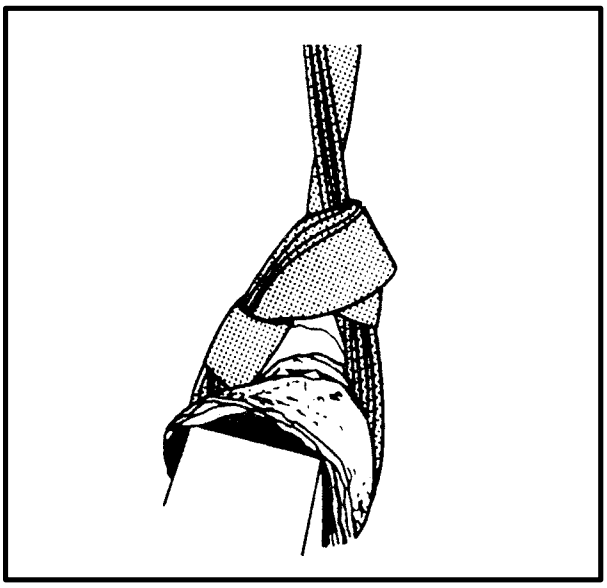

*Figure 6-33. Choker Hitch*
**(3)** A choker hitch (Figure 6-33) connects one end of the sling to a frame member or similar structure on a